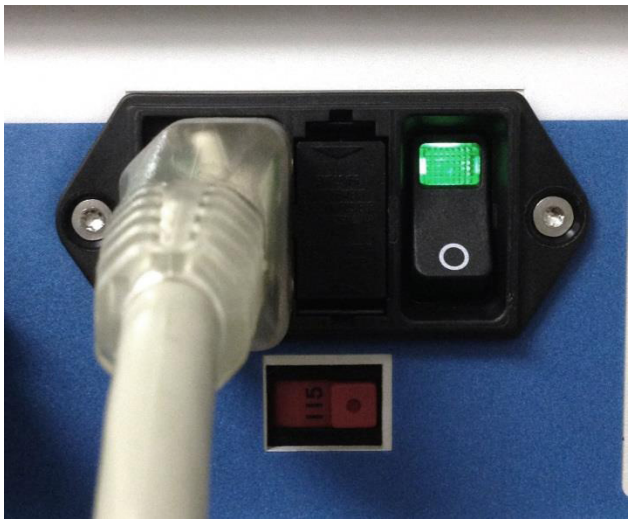

*Figur 10: Tænding af AtriCure cryoICE BOX med kontakt*
- Tænd *cryo*ICE BOX-enheden med kontakten, der findes på bagsiden, som vist i Figur 10. Tænd/sluk-kontakten bruges til at tænde strømforsyningen eller slukke strømforsyningen til *cryo*ICE BOX-enheden.